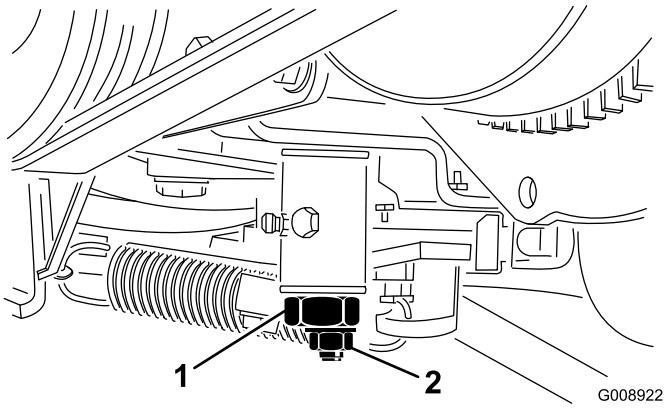

Rysunek 68
3. Poluzuj nakrętkę zabezpieczającą na mimośrodzie regulacji trakcji (Rysunek 68).